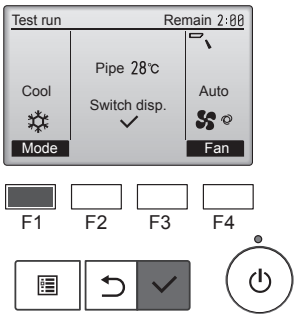

Fig. 7-3
① Prima o botão [F1] para alterar o modo de funcionamento. (Fig. 7-3)